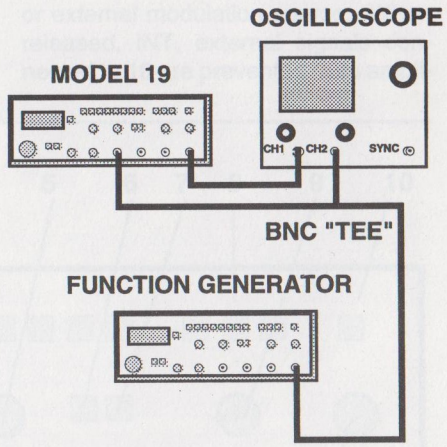

Figure 2-2. Second Setup.
13. Connect the Model 19 and test equipment according to Figure 2-2.